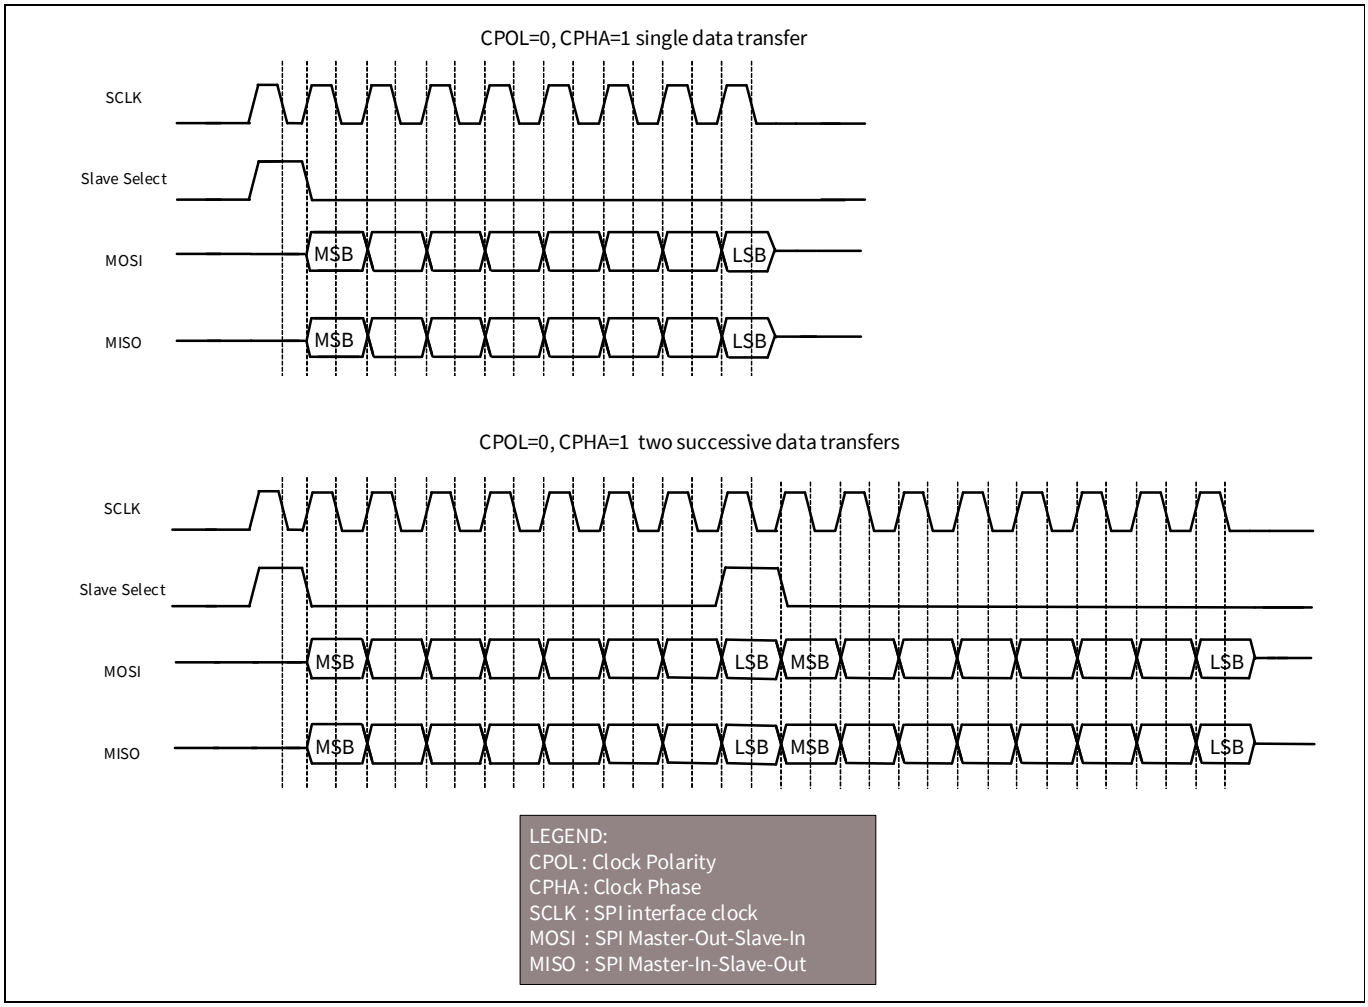

**Figure 18-4. SPI TI data transfer example**
**Figure 18-4** illustrates a single 8-bit data transfer and two successive 8-bit data transfers. The SELECT pulse precedes the first data bit. Note how the SELECT pulse of the second data transfer coincides with the last data bit of the first data transfer.